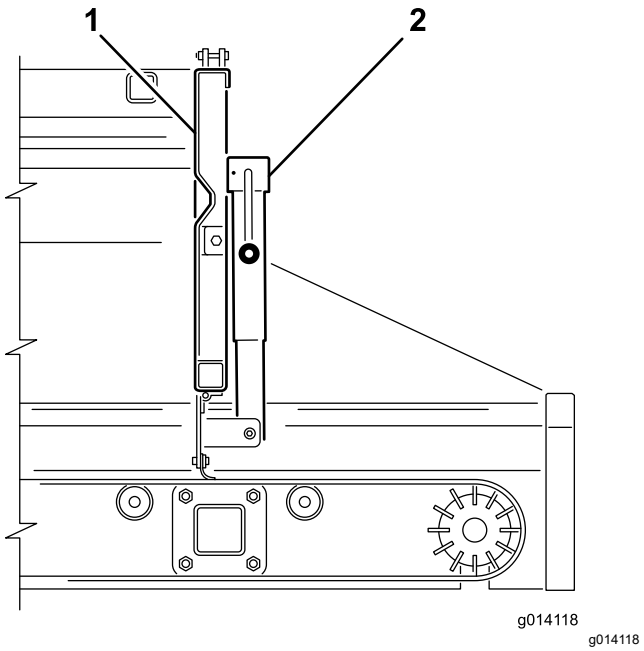
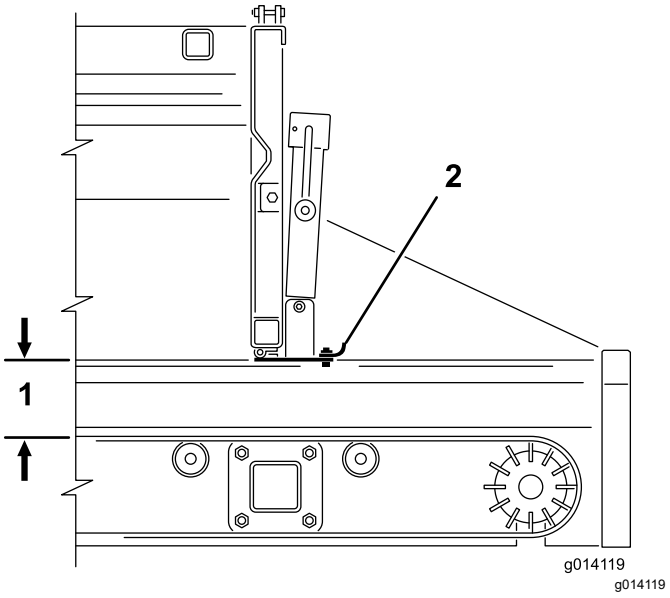

Figur 43
Figur 44
2. Bruk jekkhåndtaket til å åpne eller lukke den justerbare delen av baklemmen (Figur 43 og Figur 44). Dette alternativet begrenser materialstrømmen.